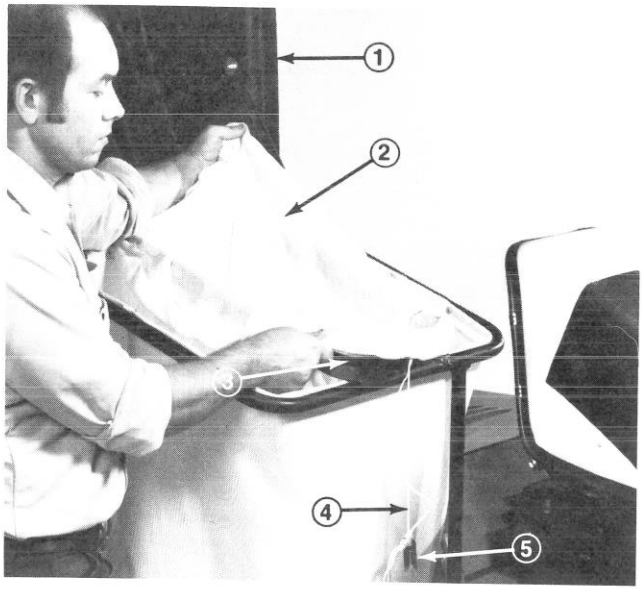

Figure 21
9. Open hood and position bag around inner frame of upper support tube assembly (Fig. 21).